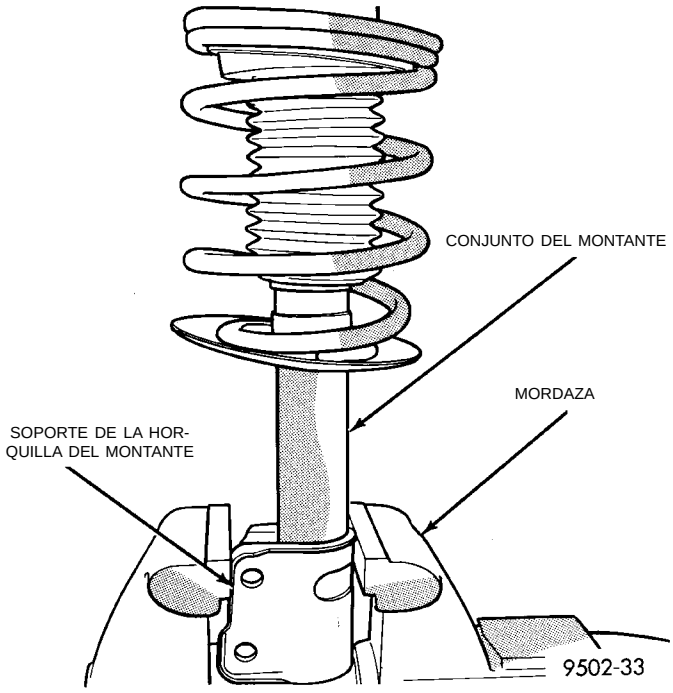

Fig. 59 Instalación correcta del conjunto del montante en la mordaza
(1) Inmovilice el conjunto del montante en una mordaza, en posición vertical. **No sujete en la mordaza el conjunto del montante tomándolo por el cuerpo, use solamente el soporte de la horquilla para inmovilizar el montante (Fig. 59).**
(2) Marque los conjuntos de montante y muelle espiral derecho e izquierdo, según el lado del vehículo del que se retiró cada montante y de qué montante se retiró el muelle espiral.
(1) Sujete el conjunto del montante en una mordaza, en posición vertical. **No sujete el conjunto del montante en la mordaza tomándolo por el cuerpo. Use solamente el soporte de la horquilla (Fig. 59).**